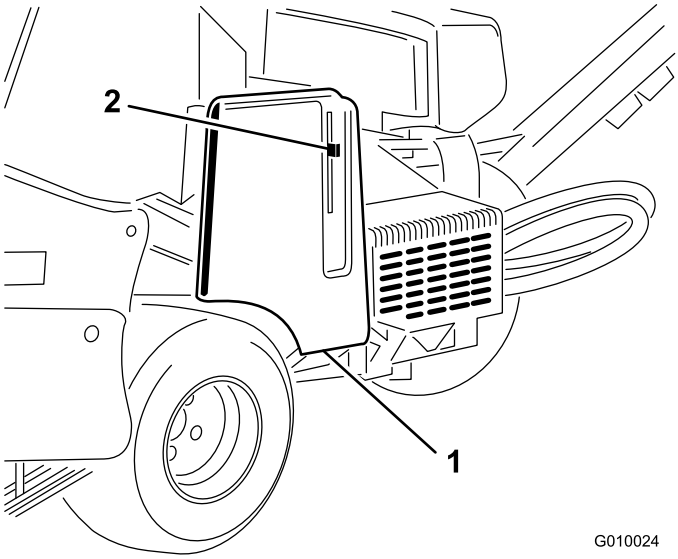

Figuur 17
2. Ontgrendel en verwijder de riemkap (Figuur 17).